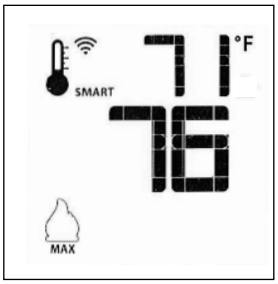

Fig. 15.13. Smart Mode
- To activate this function, press the Thermostat Key until the word "SMART" appears to the right of the thermometer bulb icon. Fig. 15.13.